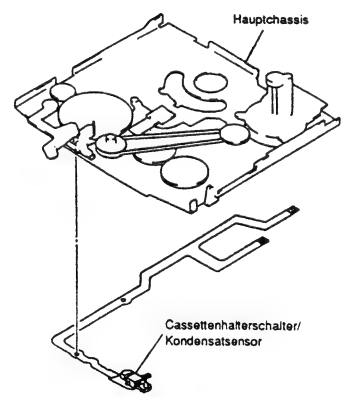

Abb. 2-74
2) Den Cassettenhalterschalter/Kondensatsensor aus dem Hauptchassis herausziehen (siehe Abb. 2-74).